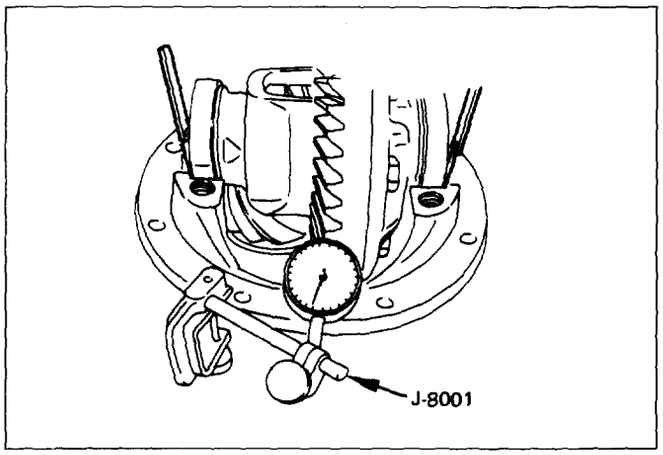

Fig. 4B-44
4) Adjust feeler gauge thickness from side to side until ring gear backlash is in the specified range (Fig. 4B-45).